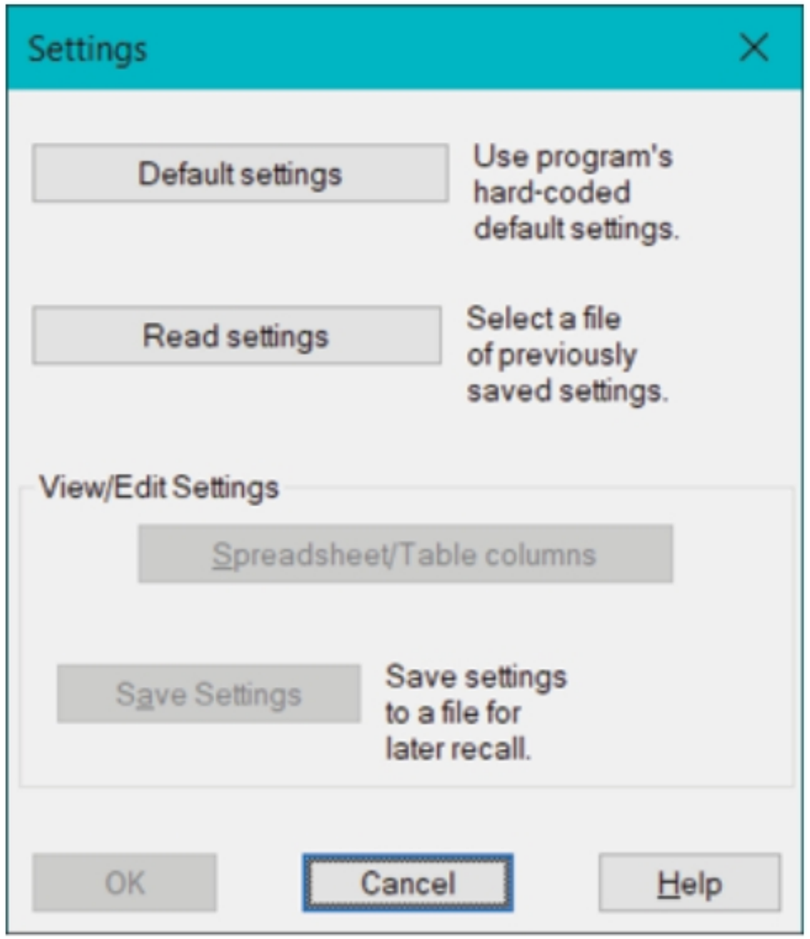

Figure-36. Settings dialog box
- Select desired data table from the list and click on the **OK** button from the dialog box. The **Settings** dialog box will be displayed; refer to Figure-36.